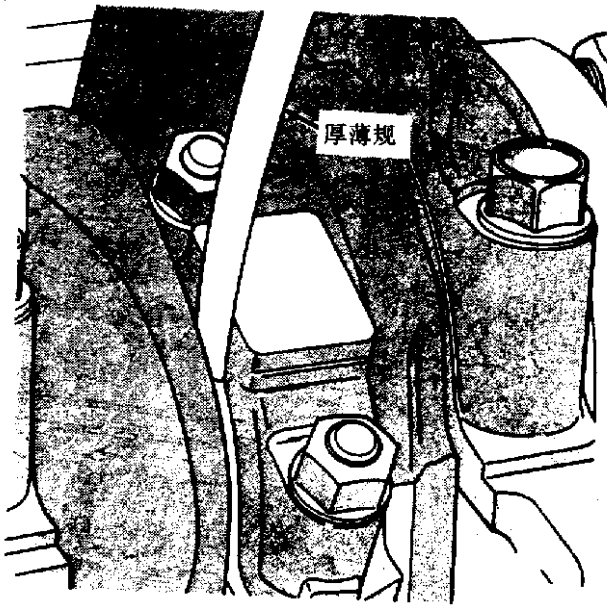

图 3－81　检查连杆轴向间隙
(5)用一个厚薄规检查连杆的轴向间隙(图 3－81)，参看连杆参数表(表 3－6)。